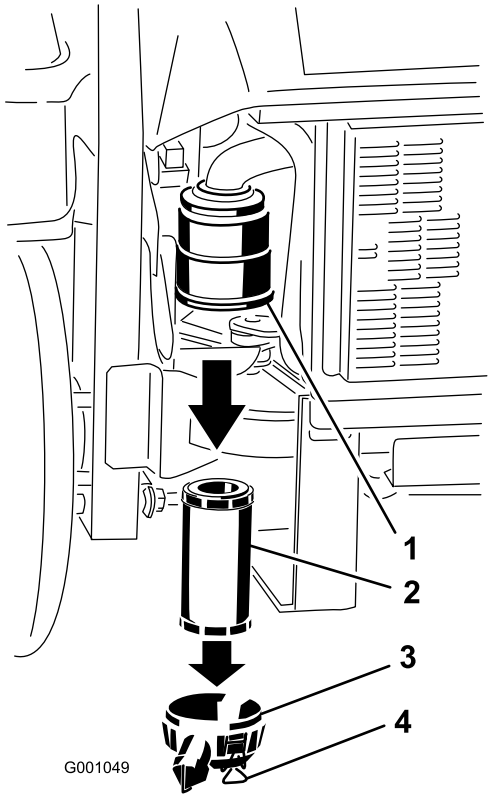

Figur 27
3. Åbn låsene på luftfilteret, og træk luftfilterdækslet af luftfilterhuset (Figur 27).
5. Skub forsigtigt filteret ud af luftfilterhuset (Figur 27). Undgå at ramme husets side med filteret.